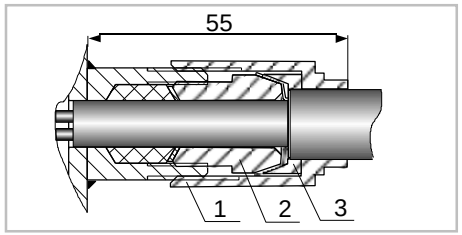

Рис.17
- устройство крепления бронированного кабеля УКБК-15 (рис. 17), состоящее из стальных втулок 1, 2, 3. Фиксация брони кабеля осуществляется между втулками 2 и 3 при наворачивании втулки 1. Диаметр по броне - до 15 мм. Пример обозначения: ПМП-201А-…-**УКБК-15**.